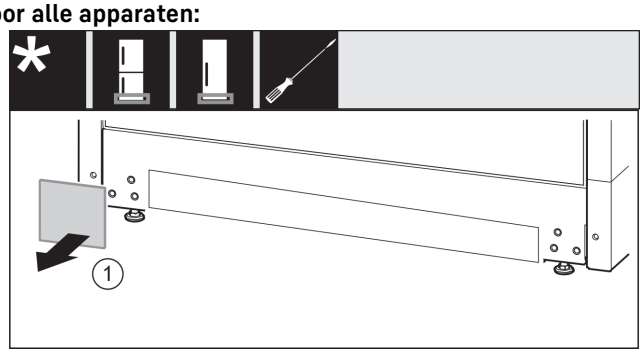

Fig. 31
- ▶ Afdekking *Fig. 31 (1)* wegnemen.